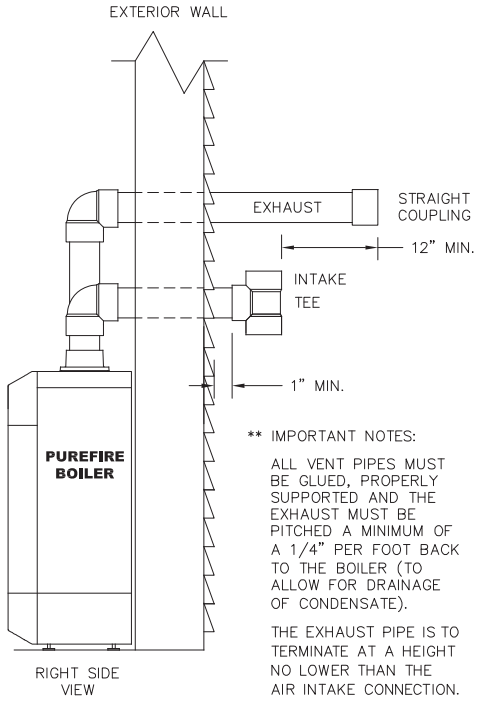

Figure 3.3: Standard Exhaust and Air Inlet Pipe Penetrations
b. Figures 3.3 through 3.6 show approved sidewall venting configurations using the standard fittings supplied.
f. Refer to Figures 3.3 through 3.6 for sidewall venting options using PVC or CPVC pipe.